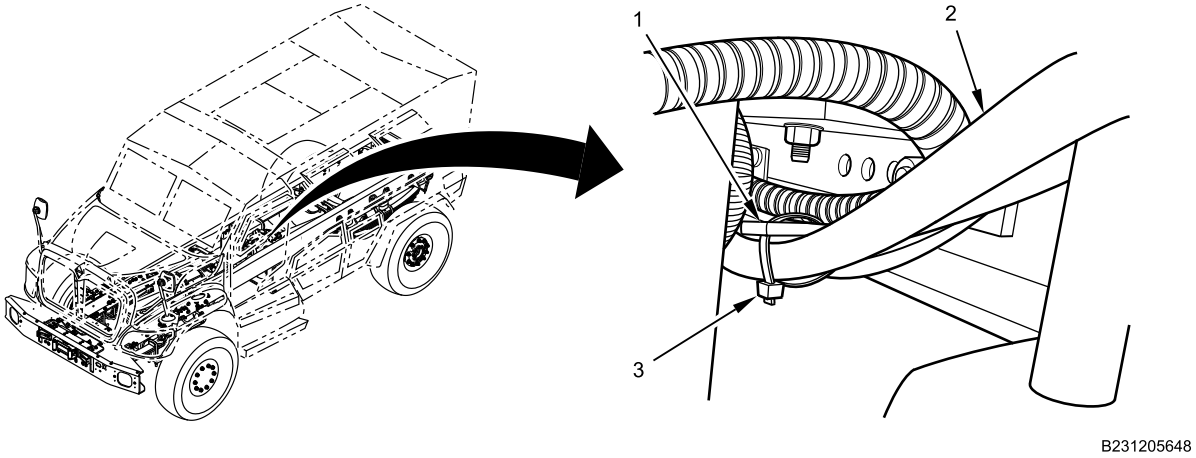

Figure 6. Air Line Hose Support Bracket.
12. Remove cable lock strap (Figure 6, Item 3) from air compressor delivery air line hose (Figure 6, Item 2) and support bracket (Figure 6, Item 1) on frame near front of transfer case. Discard cable lock strap.